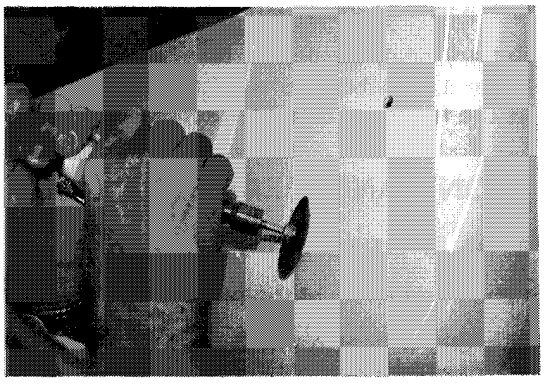

Figure 5-2
2. If damaged area has ragged edges, cut or grind away all loose material. Undercut perimeter of gouge or hole to promote adhesion **(Figure 5-2)**. Sand all the area to be repaired with 40 grit sandpaper. Apply less pressure as you get closer to damaged area.